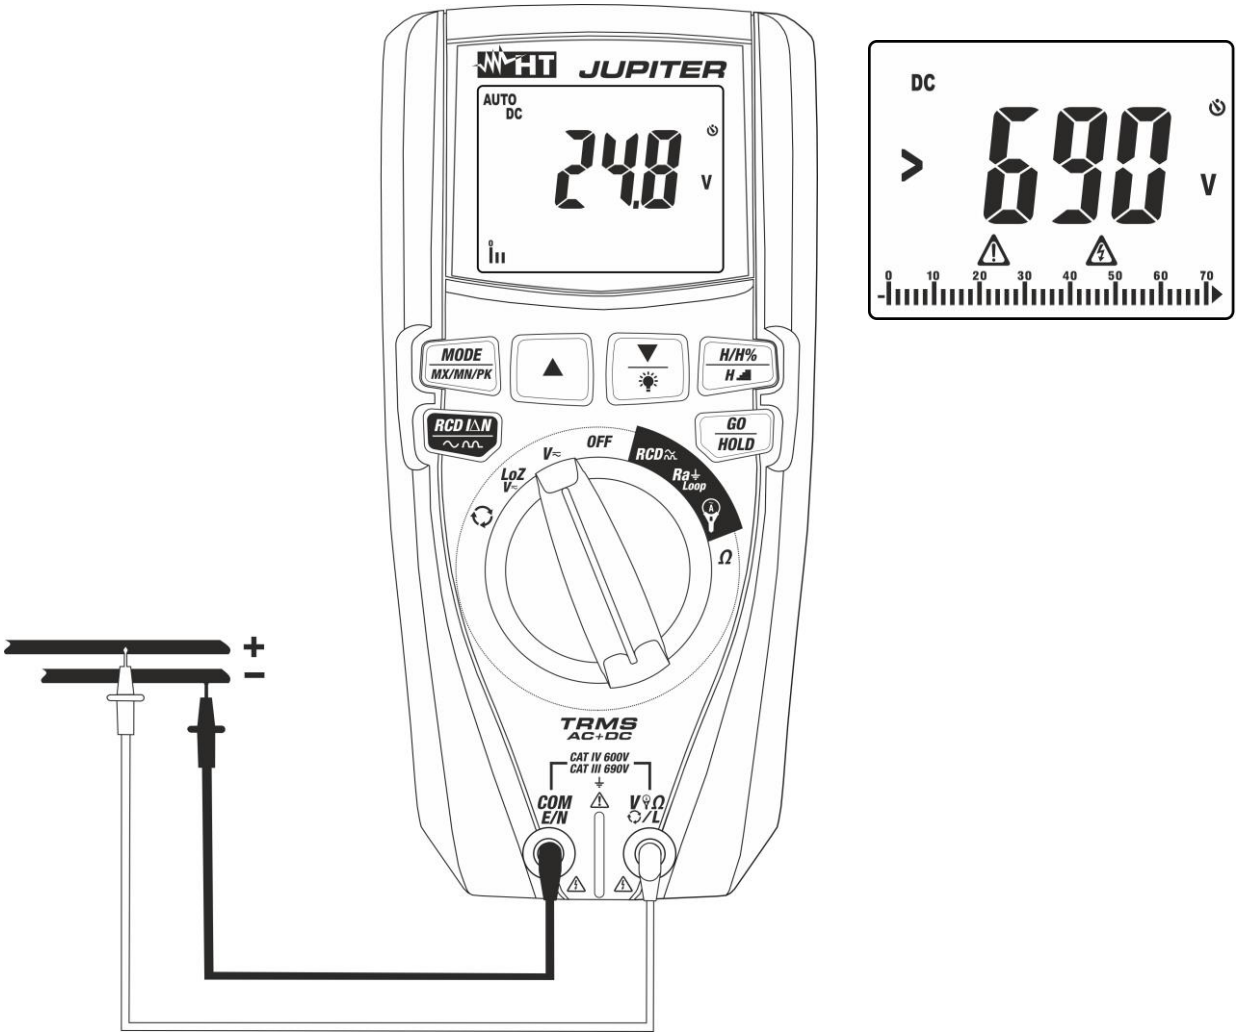
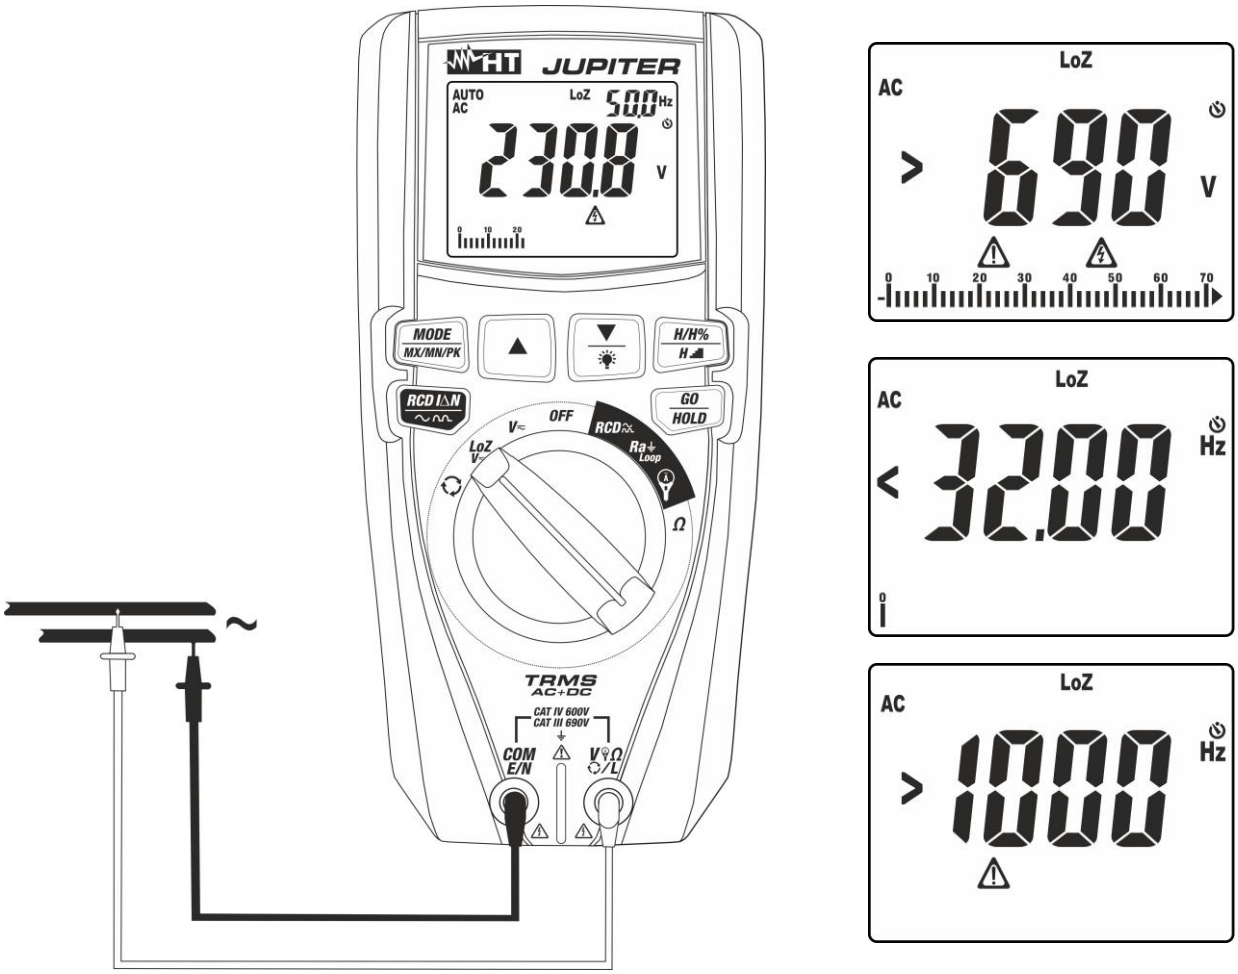

Fig. 8: Utilisation de l'instrument pour la mesure de la Tension DC
Fig. 10: Utilisation de l'instrument pour mesurer la tension AC/DC avec fonction LoZ.
3. Positionner l'embout rouge et l'embout noir respectivement dans les points à potentiel positif et négatif du circuit sous test (voir la Fig. 8). La valeur de la tension apparaît à l'écran
4. Si le message **«>690V»** est affiché à l'écran (voir Fig. 8), cela indique que le fond d'échelle de l'instrument a été atteint.
5. L'affichage du symbole « **-** » sur l'écran de l'instrument indique que la tension a une direction opposée par rapport à la connexion de Fig. 8.
4. Positionner l'embout rouge et l'embout noir respectivement aux points du circuit examiné (voir Fig. 10) pour mesurer la tension AC ou aux points à potentiel positif et négatif du circuit examiné (voir Fig. 8) pour mesurer la tension DC. La valeur de la tension apparaît à l'écran. La valeur de la fréquence de la tension est affichée en haut à droite de l'écran. Cliquer sur la touche **MODE/MXMNPK** pour afficher la valeur de la fréquence avec une plus grande résolution.
5. Si les messages **«<32Hz»** ou **«>1000Hz»** sont affichés (voir Fig. 10), la valeur de la fréquence se trouve en dehors de l'intervalle de mesure **32Hz - 1000Hz.**
6. L'affichage du symbole « **-** » sur l'écran de l'instrument indique que la tension a une direction opposée par rapport à la connexion de Fig. 8